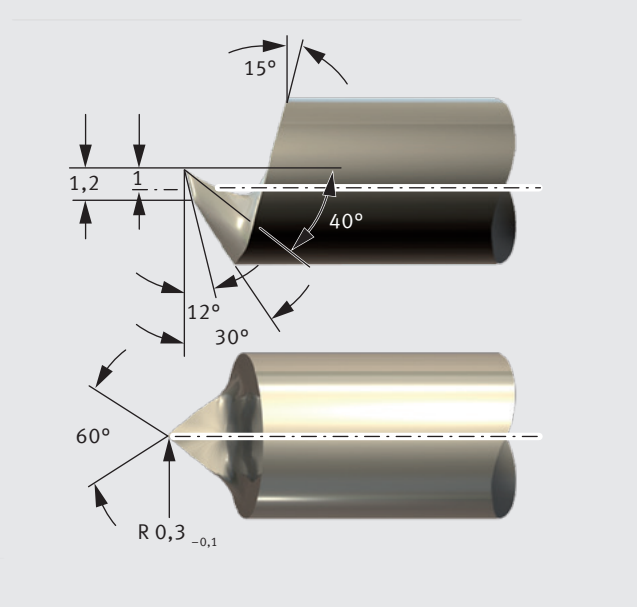

Fig. 66: Herramienta de corte para KS Permaglide® P22 y P202
- herramienta de metal duro (Fig. 66)